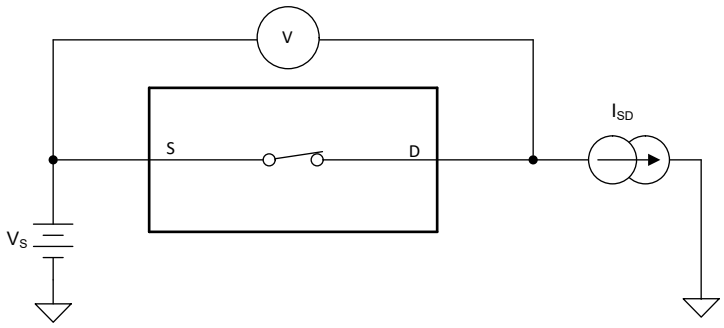

图 8-1. 导通电阻测量设置
器件的导通电阻是器件源极 (Sx) 和漏极 (Dx) 引脚之间的欧姆电阻。导通电阻随输入电压和电源电压的变化而变化。符号 R_{ON} 用于表示导通电阻。图 8-1 展示了用于测量 R_{ON} 的测量设置。电压 (V) 和电流 (I_{SD}) 可通过此设置进行测量，而 R_{ON} 可通过 $R_{ON} = V/I_{SD}$ 来计算。